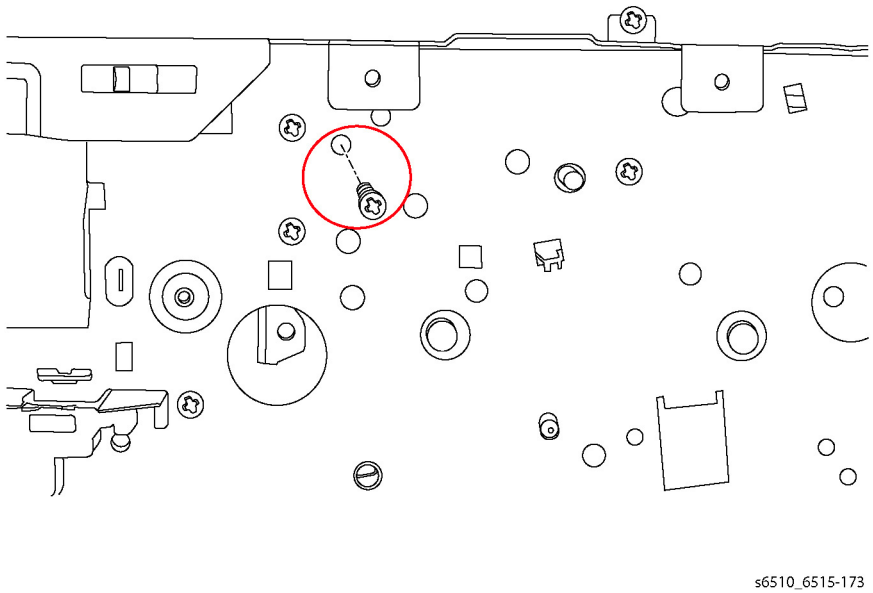

Figure 1 Remove the Right Side Cover Assembly
5. Refer to Figure 1 to remove the one screw (silver, tapping, M3x8mm) from the left side of the printer frame attaching the Exit Idle Gear Assembly, and remove the gear assembly.